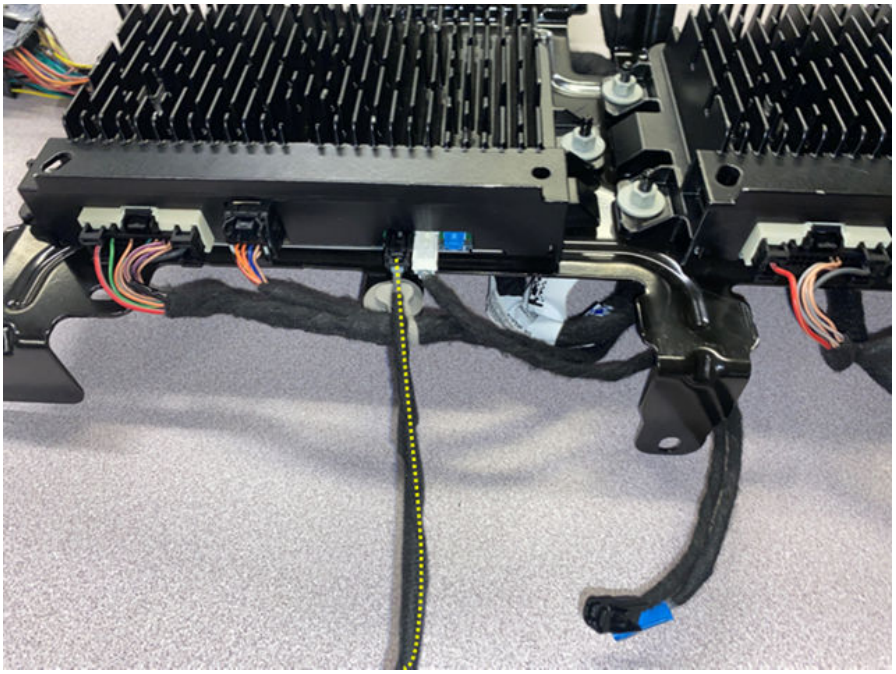

Рис. 6. Подсоединение чёрного разъёма Ethernet
14. Взять кабель Ethernet AD2, номер 68772225AA (два чёрных разъёма). Подключить чёрный разъём к CADM2. Убедиться, что разъём защёлкнулся с характерным щелчком (рис. 6).